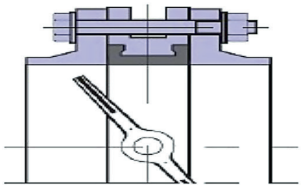

Рис. 6
7. Затяните болты (шпильки) так, чтобы фланцы и корпус (металлическая часть) затвора соприкасались. Затяжка болтов на межфланцевых соединениях должна быть равномерной по всему периметру. Медленно закройте и откройте дисковый поворотный затвор. Если установка затвора была проведена правильно, затвор должен свободно открываться и закрываться (рис. 6).